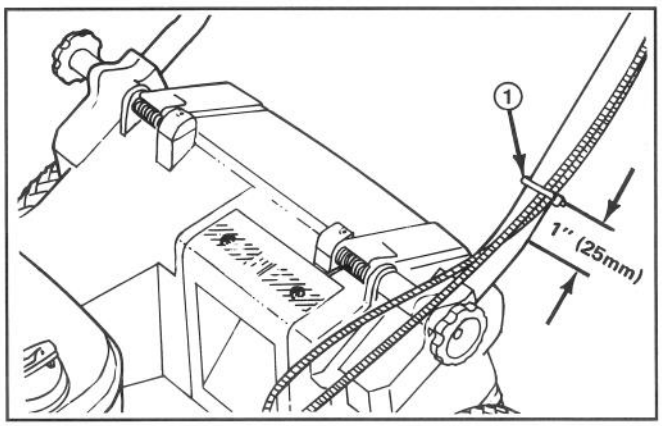

Figura 3
6. Usate un fermaglio per fissare il filo(i) al lato inferiore del tubo di sinistra (Fig. 3). Il fermaglio dovrebbe essere situato a 25 mm (1″) dalla curva della stegola. Vedere la figura 3 per la posizione corretta.